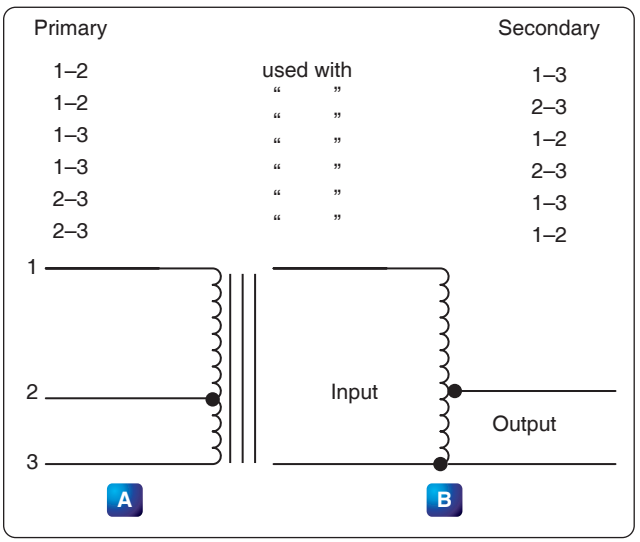

Figure 12-148. *Autotransformers.*
4. Autotransformers are normally used in power circuits; however, they may be designed for other uses. Two different symbols for autotransformers used in power or audio circuits are shown in *Figure 12-148*. If used in an RF communication or navigation circuit *[Figure 12-148B]*, it is the same, except there is no symbol for an iron core. The autotransformer uses part of a winding as a primary; and, depending on whether it is step up or step down, it uses all or part of the same winding as the secondary. For example, the autotransformer shown in *Figure 12-148A* could use the following possible choices for primary and secondary terminals.